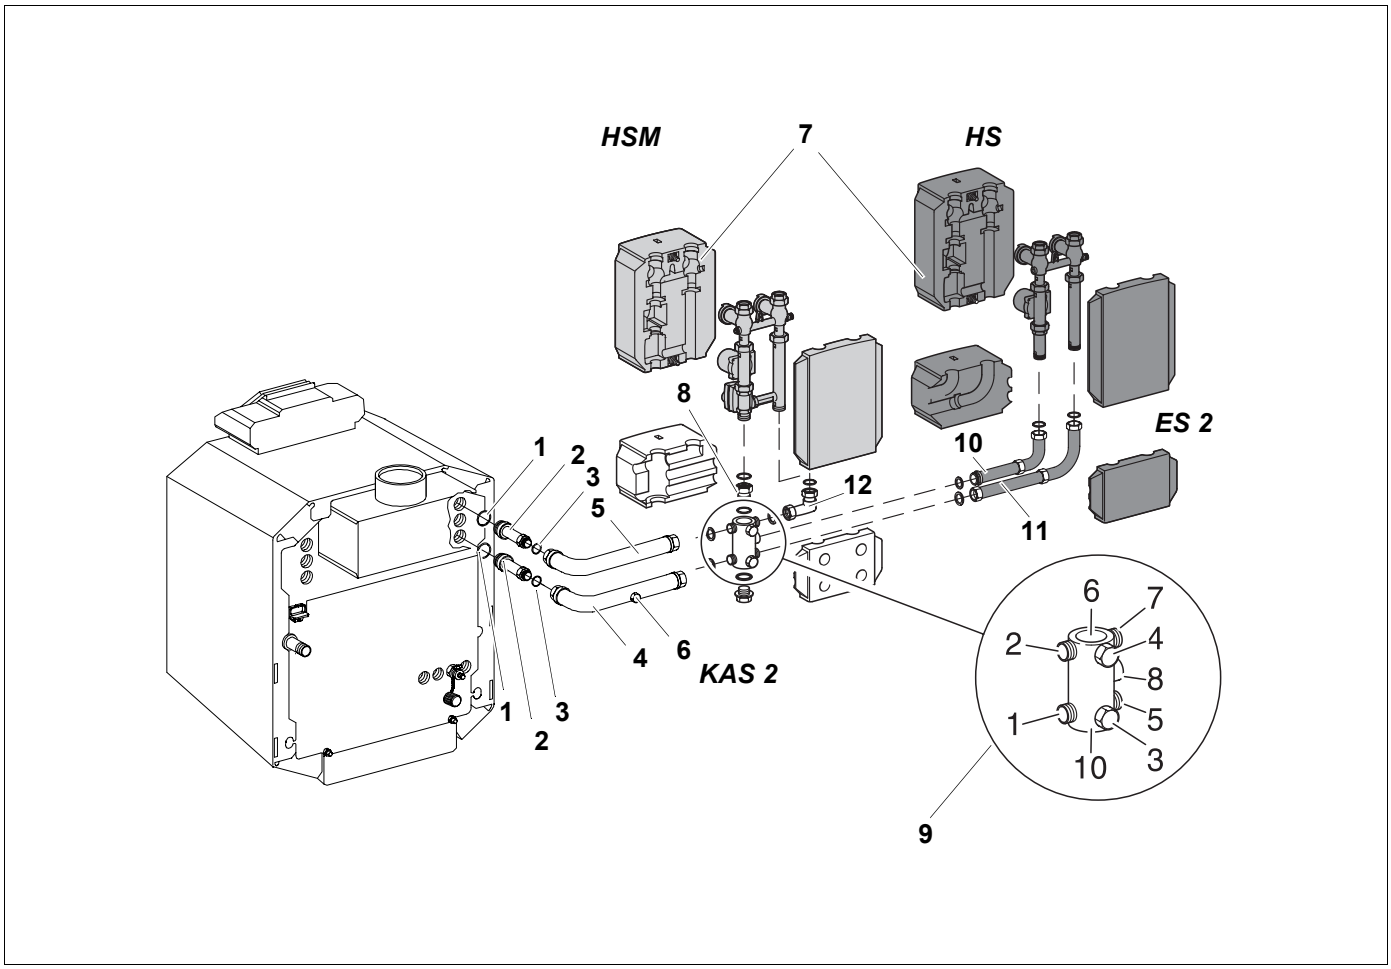

Рис. 7 Боковое подключение, левое поперечное исполнение
Экспликация к рис. 7
- Установить уплотнения (3) в переходник (8) и в уголок (12).
- Установить комплект подключения отопительного контура со смесителем (HSM) или без смесителя (HS) в соответствии с рис. 7.
- Вкрутить двойной ниппель (10) с кольцом в отвод N 8 многофункционального коллектора.
- Установить отвод трубопровода с уплотнением (3) (длинной стороной) рис. 7.
- Установить уплотнение (3) в резьбовое соединение промежуточного элемента (11) согласно рис. 7 и прикрутить промежуточный элемент к отводу N 5 многофункционального коллектора.
- Установить отвод трубопровода с уплотнением (3) (короткой стороной) (рис. 7).
- Установить уплотнения (3) в резьбовые соединения на обоих отводах.
- Прикрутить комплект подключения отопительного контура со смесителем (HSM) или без смесителя (HS) в соответствии с рис. 7.